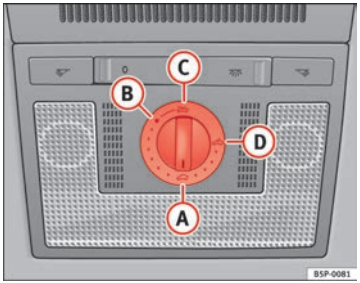

Fig. 69 Roof lining description: sliding/tilting sunroof rotary knob
If the sliding/tilting sunroof has been opened again by the roll-back function, it can be closed only by pressing the rotary button at the front in position (A) ⇒ fig. 69 until the sliding/tilting sunroof has closed fully. **Please note that the sunroof will now close without the roll-back function.**